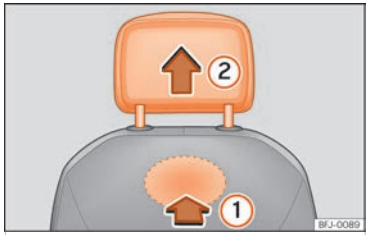

Fig. 74 Front headrest: removal.
- To unlock it, look for the button underneath the headrest and press in the direction of the arrow ››› Fig. 74 ①.
- Remove the headrest in the direction of the arrow ②.